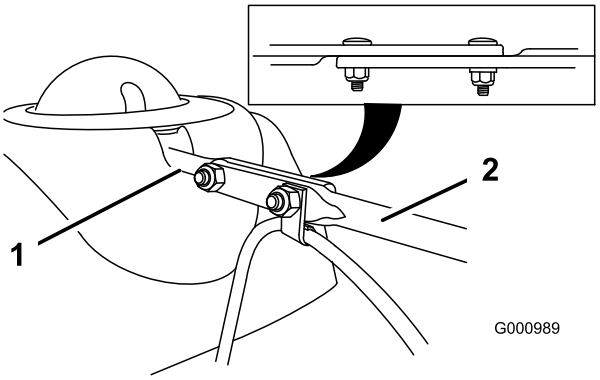

Rysunek 14
3. Dopasuj spłaszczony tylny koniec długiego drążka sterującego tunelem wyrzutowym ze spłaszczonym przednim końcem krótkiego drążka, który wystaje z panelu sterowania, aż się połączą (Rysunek 14).